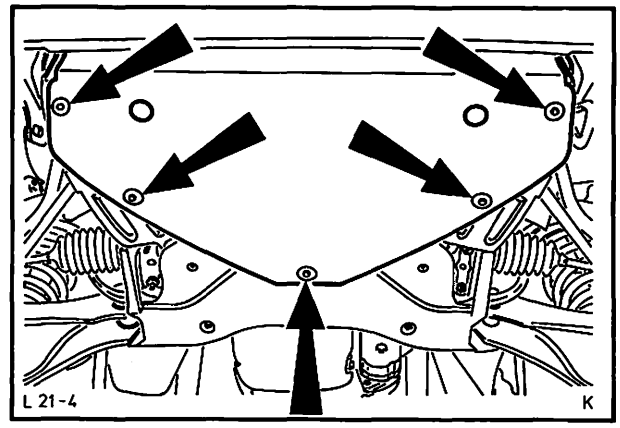

Abb. 104 Spritzschild – Motorraum
2. Spritzschild – Motorraum abmontieren (5 Schrauben), Abb. 104.